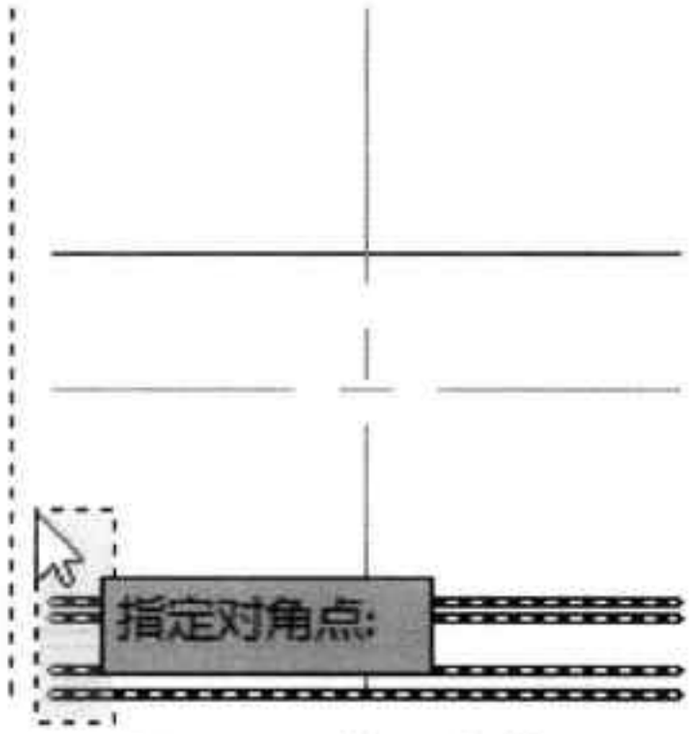

图21-59 选择延伸对象
Step 18 按回车键，然后选择底部的 4 条水平线段为延伸对象进行延伸操作，如图 21-59 所示。